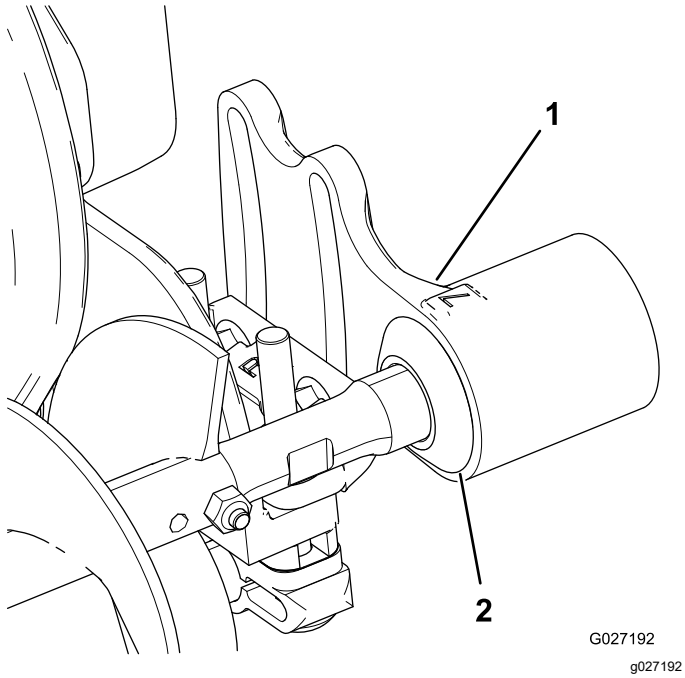

Figur 10
1. Skub hver pakning udad, indtil kanttætningerne er i let kontakt med hvert lejehus (Figur 10).